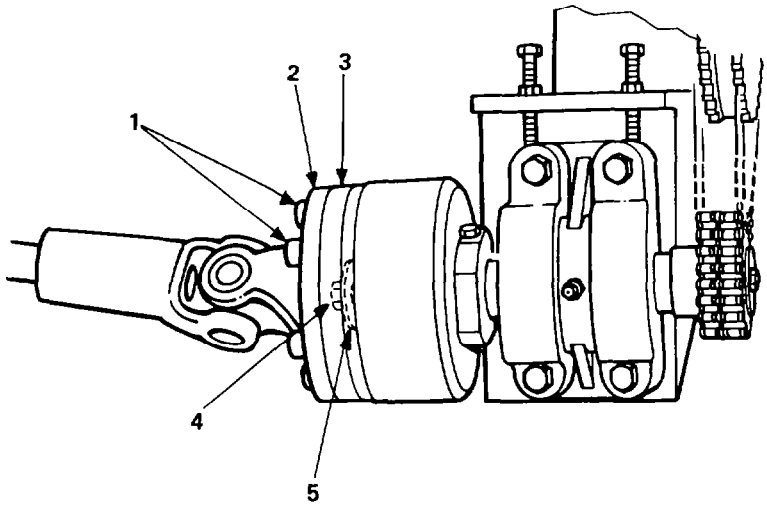

Fig. 386 — Torque Limiter
a. Remove the *six* socket-head bolts (fig. 386, item 1) from the drive shaft yoke adapter. Tie the drive (propeller) shaft out of the way.